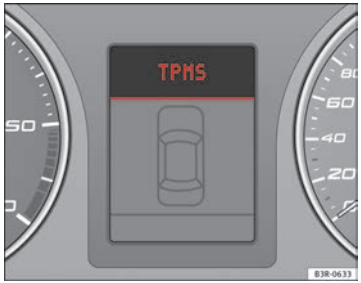
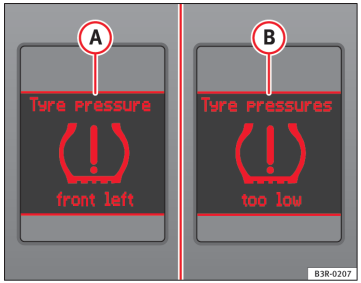

Fig. 45 Display: system fault
Fig. 46 Display: warning message
The yellow warning (!) lamp remains on if the system is faulty or if the pressure is too low in at least one tyre. In the event of a system fault, the letters TPMS are displayed in the centre of the instrument panel ⇒ Fig. 45. If the tyre pressure drops rapidly, message (A) ⇒ Fig. 46 will be shown on the central display of the instrument panel. If the pressure loss is more gradual, message (B) ⇒ Fig. 46 will be shown on the central display of the instrument panel. This message does not show the tyre affected. Should any of these warnings be displayed: